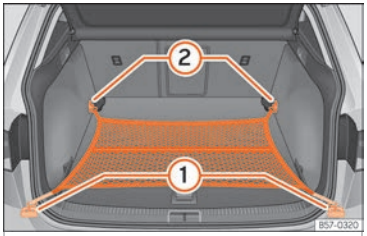

Abb. 139 Im Gepäckraum: flach eingehängtes Gepäckraumnetz.
- Hängen Sie die Haken in die Verzurrösen ① und ② ››› **Abb. 139** ein ››› ⚠. Der Reißverschluss des Gepäckraumnetzes muss dabei nach oben zeigen.